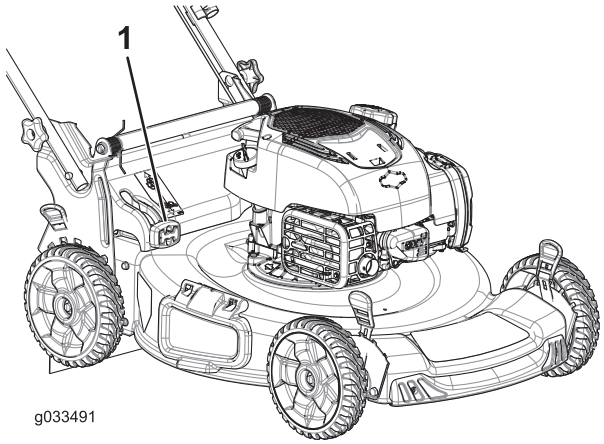

Figure 22
- Pour ramasser les déchets d'herbe et de feuilles, appuyez sur le bouton du levier de ramassage sur demande et déplacez le levier complètement en avant jusqu'à ce que le bouton ressorte (Figure 22).